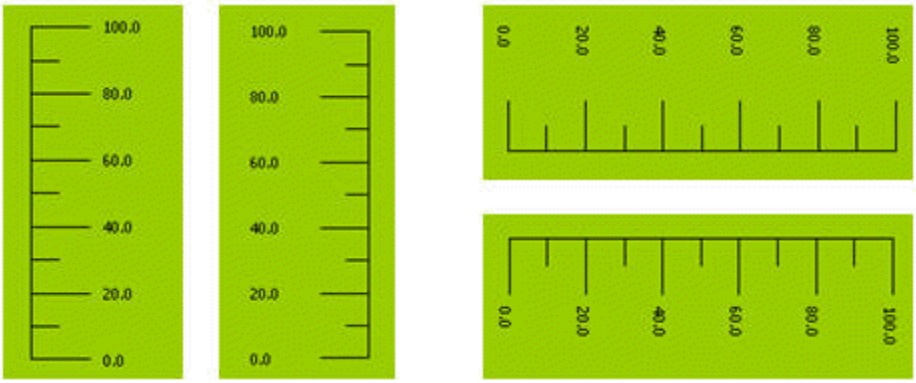

Рисунок 4-42 Пример нарисованной шкалы.
- После изменения свойств шкалы, нажмите кнопку ОК для закрытия окна. Затем, в окне редактирования изображения, форма мыши изменится на . Наведите курсор на место, где будет отображаться шкала, щелкните левой кнопкой мыши и перетащите курсор в другое подходящее место, затем еще раз щелкните левой кнопкой. Система нарисует шкалу автоматически. Смотрите рисунок 4-42